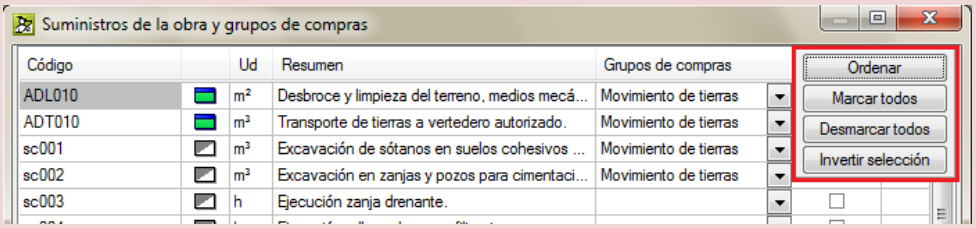

Fig. 3.43
* *Las columnas permiten su ordenación alfanumérica de menor a mayor y viceversa al pulsar sobre la cabecera de la columna sobre la cual se desea realizar la ordenación. También, si se pulsa sobre la cabecera de la columna **Vinculado,** se muestran las opciones de la Fig. 3.43. Las cuales permiten en conjunto una selección o deselección rápida de todos los elementos de la lista. La opción **Ordenar** permite agrupar todos los elementos vinculados al principio o al final de la lista para su rápida visualización.*